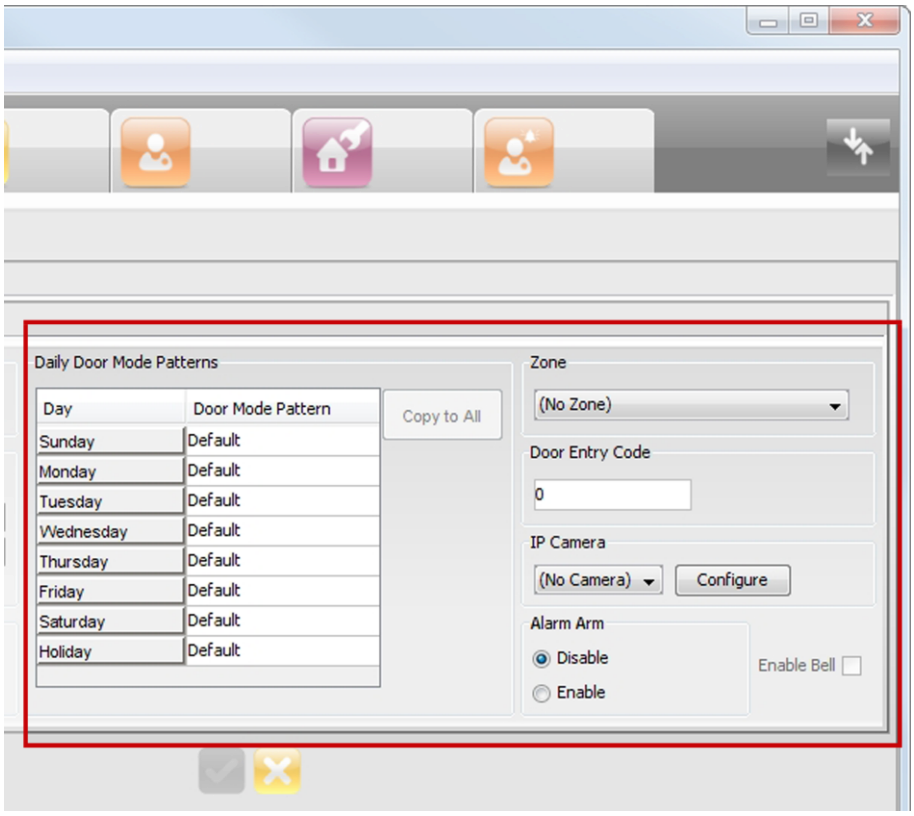

Figure 8 – Right-hand Side of the Door Configuration Pane
2. In the **Daily Door Mode Patterns** group (see Figure 8), make your selections from the Day's Door Mode Pattern drop-down lists.